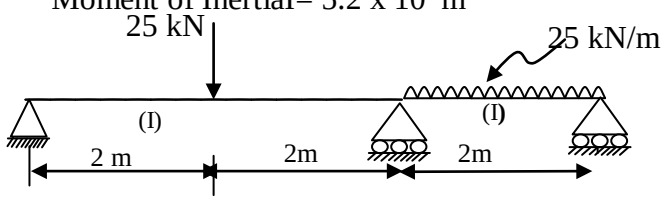

Fig.2
Q.3 Analyse the beam shown in fig.2 using stiffness member approach and plot SF & BM diagrams. Take Young's Modulus E= 210 kN/mm^2 , Moment of InertiaI= 5.2 x 10^4 m^4 **14**